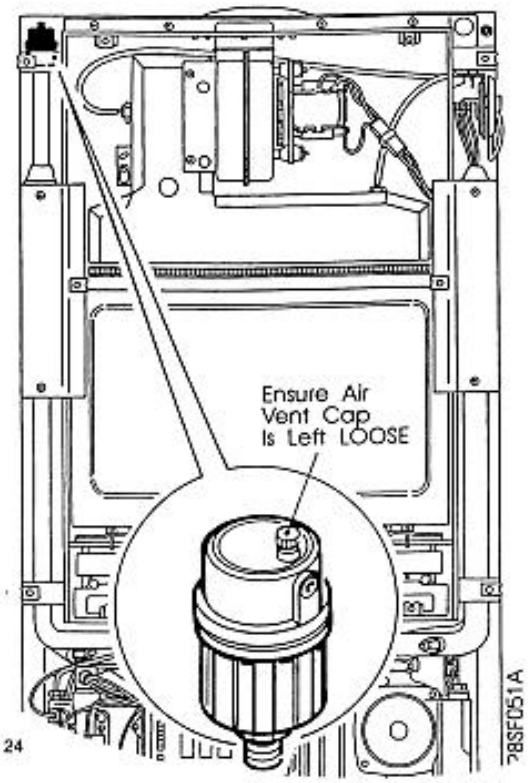

Fig. 24
5.26 Automatic Air Vent - Fig. 24